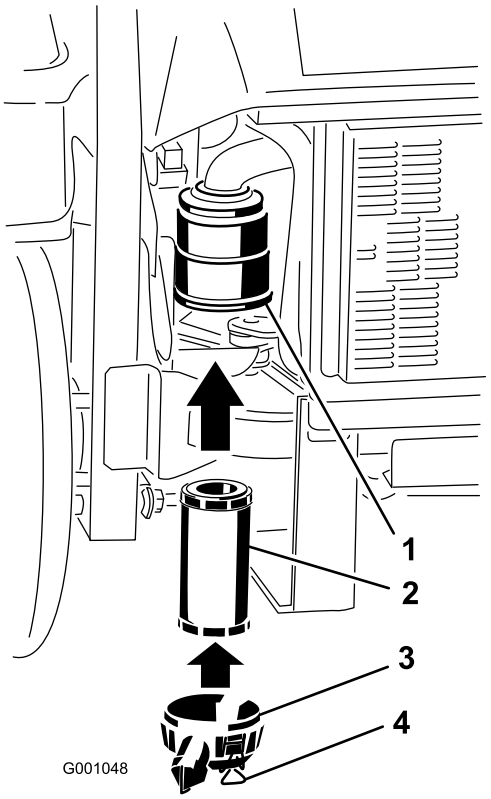

Figur 31
2. Skjut försiktigt in filtret i filterhuset (Figur 31). Kontrollera att det sitter ordentligt genom att trycka på filtrets yttre kant medan du monterar det.
3. Sätt tillbaka luftrenarkåpan och säkra spärrhakarna (Figur 31).